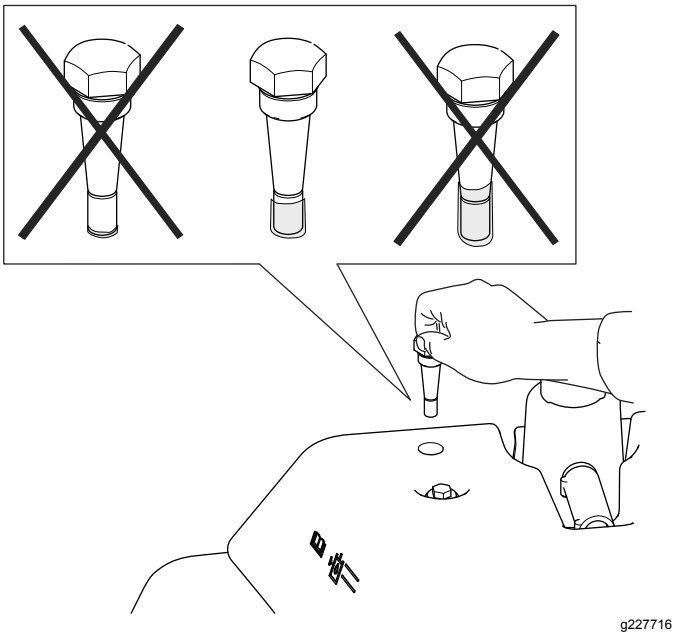

Figur 49
4. Ta bort oljestickan och kontrollera vätskenivån. Om vätskenivån ligger mellan markeringarna på oljestickan finns det tillräckligt med vätska. Om vätskenivån inte är mellan markeringarna ska du justera vätskenivån därefter (Figur 49).